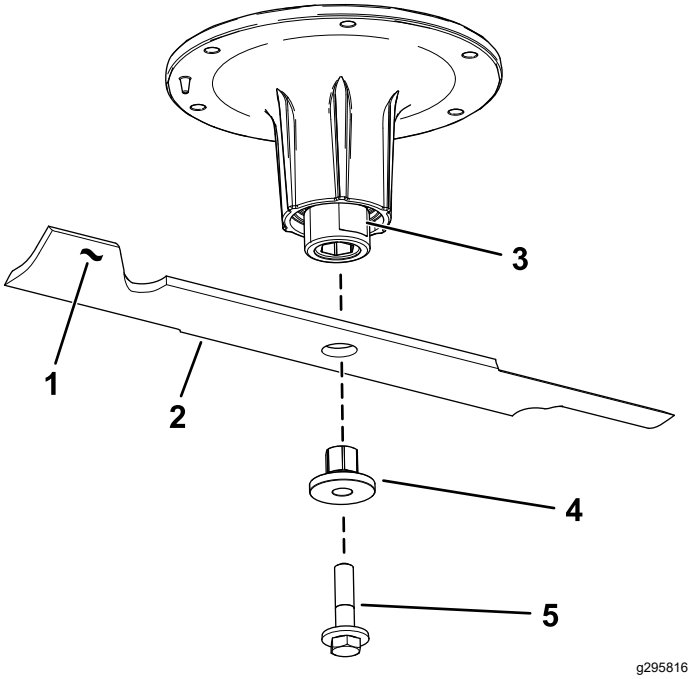

Figura 87
2. Retire el perno de la cuchilla, el buje y la cuchilla del eje (Figura 87).